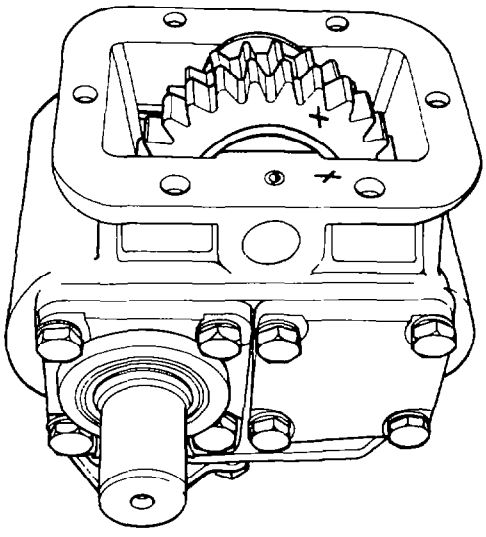

Fig. 397 — Match Marking Drive Gear and Housing
a. Match mark the PTO drive gear and housing (see fig. 397).